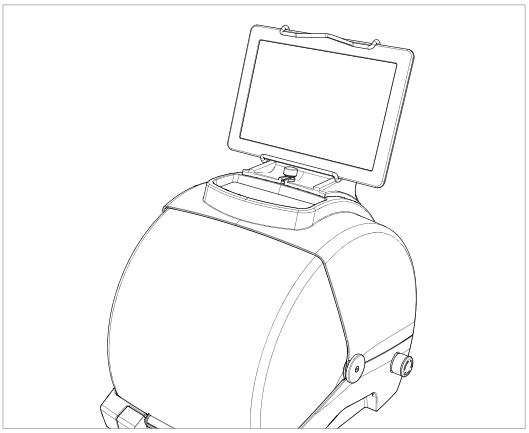

Fig. 15
5) Fit the tablet into its stand (Fig. 15).